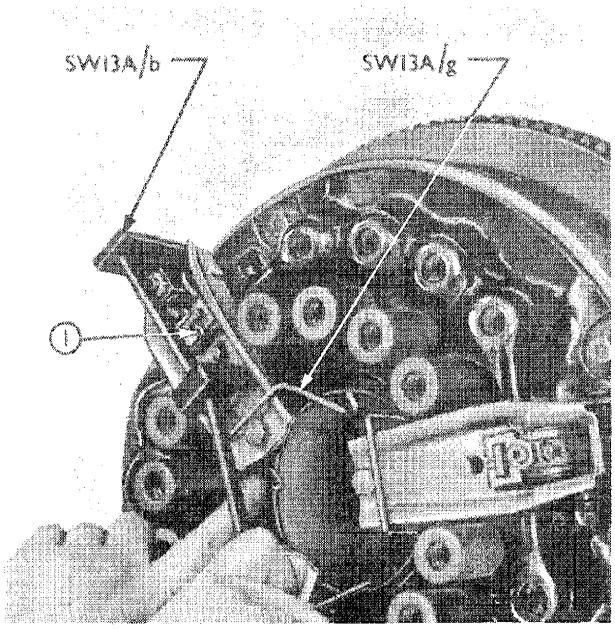

Figure 48
5. Remove the cotter pin, Figure 48, and extract the shims and release lever retaining clip from each release lever fulcrum bracket.